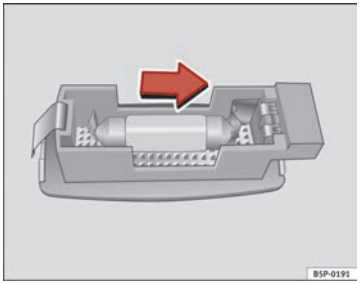

Fig. 201 Removing sun visor light
– Carefully remove the lamp, using the flat side of a screwdriver, as shown in the figure ⇒ fig. 201.
– Remove the bulb, moving it in the direction of the arrow and outwards ⇒ fig. 201. ■